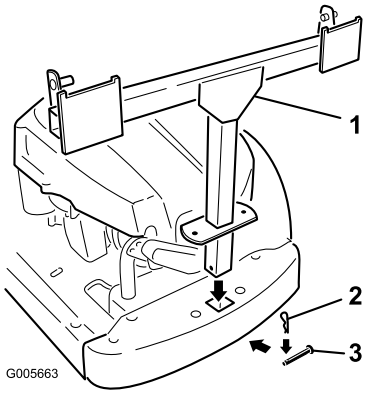

Figura 4
2. Sujete el bastidor del ensacador con un pasador (5/16 x 2-1/4 pulgadas) y una chaveta (Figura 4).
3. Instale dos varillas, una en cada lado del bastidor del ensacador. Localice el soporte ranurado entre la rueda motriz trasera y el bastidor. Introduzca el extremo abocinado de la varilla en la muesca de la ranura y deslice la varilla hacia atrás Figura 4.
4. Introduzca el extremo doblado de la varilla en el bastidor del ensacador según se muestra en Figura 4. Sujete ambos extremos de las varillas con chavetas.